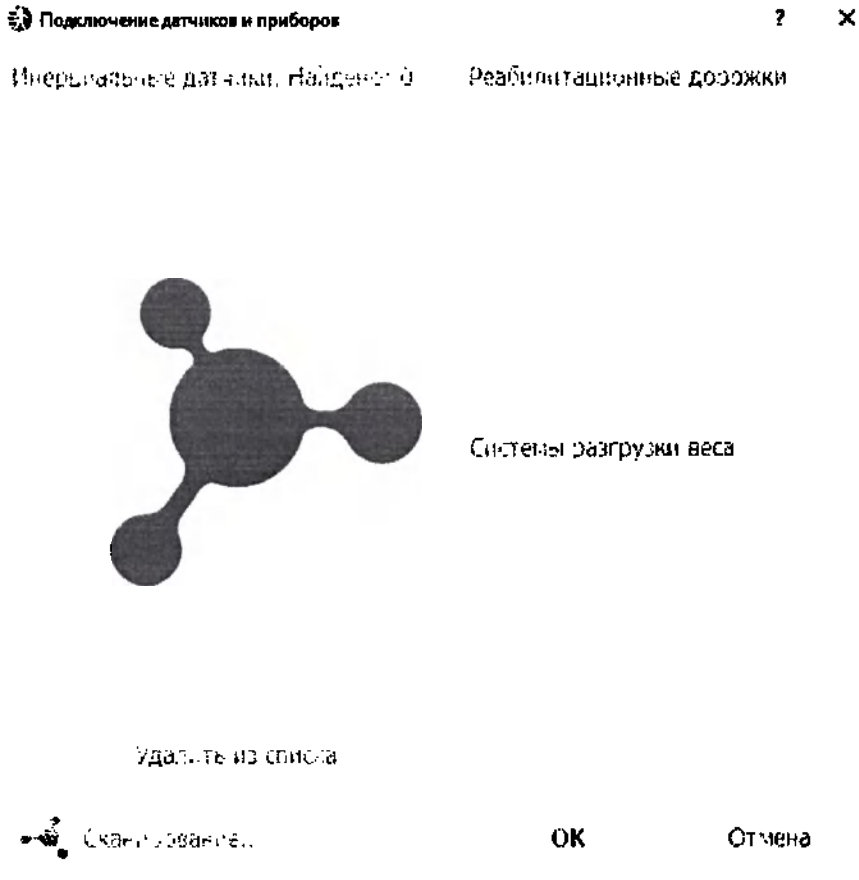

*Рис. 4.2. Подключение датчиков и тренажеров*
**При переходе в режим регистрации открывается диалог поиска подключенных к сети датчиков и реабилитационных тренажеров (см. Рис. 4.2). Если в списке нет нужного датчика, проверьте, что он подключен к сети, и для повторного сканирования нажмите в диалоге кнопку «Сканирование...»**